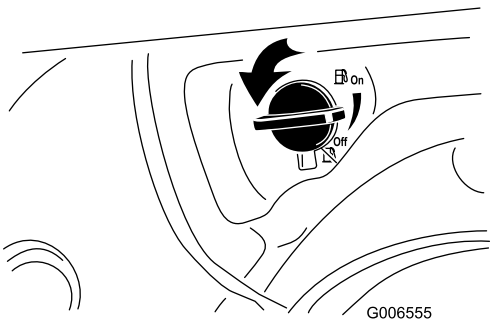

**Figur 25**
2. Öppna bränslekranen genom att vrida den 1/4 varv motsols (Figur 25).